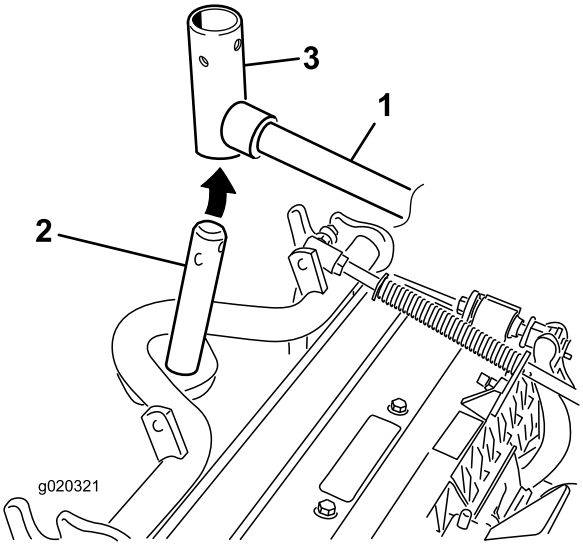

Figur 7
8. For de fremre klippeenhetene skyv en klippeenhet under løftearmen mens du fører bærerammen inn i løftearmens dreiegaffel (Figur 7).
B. Før inn løftearmens dreiegaffel i bærerammeakselen (Figur 7).